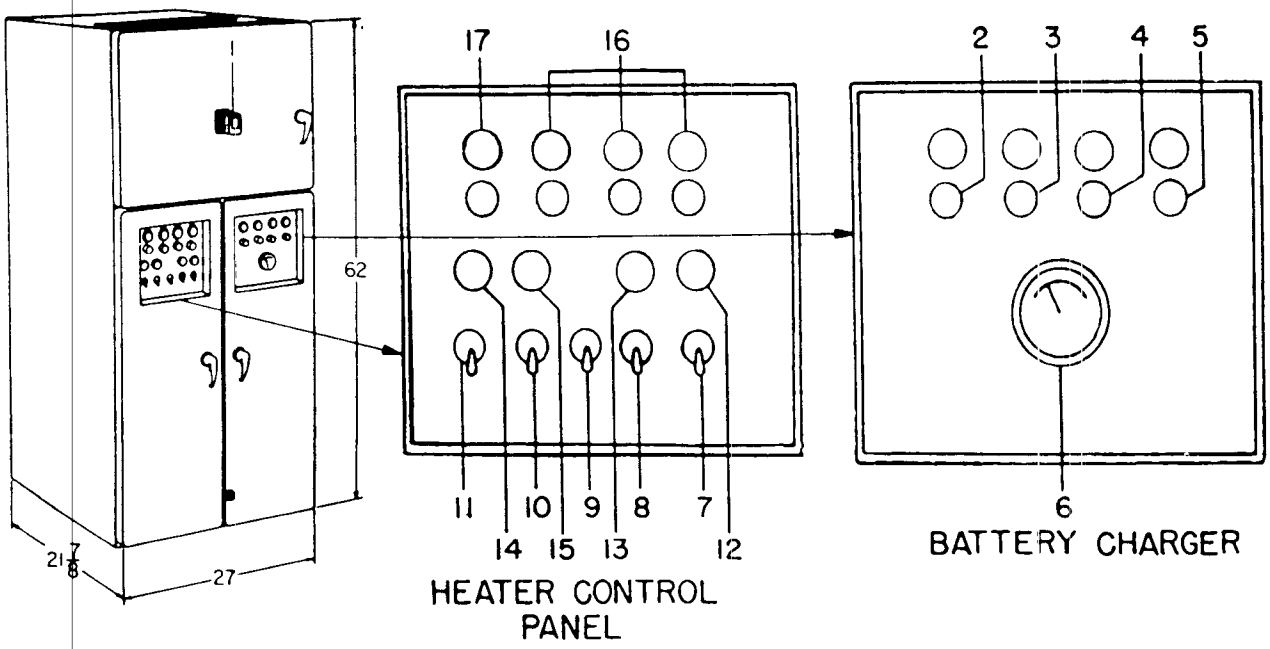

*Figure 16. Heating and ventilating cabinet assembly.*
c. *Heating and Ventilating Cabinet Assembly.* This assembly is located at the approximate center of the right (curbside) wall of the battery control trailer. It contains a personnel heater and ventilating system, storage batteries, and a battery charger. The batteries are used to power the switchboard, the alert siren, and the personnel heater, and provide emergency power for lighting and personnel ventilation. Figure 16 and table XII show the controls and indicators for the heating and ventilating cabinet assembly.